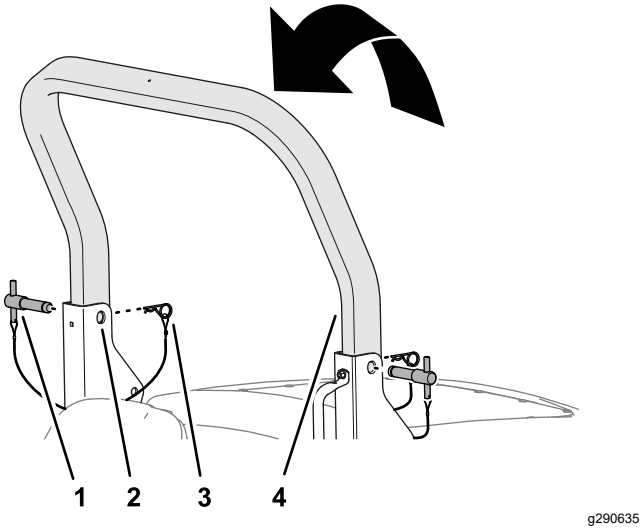

Figuur 23
3. Breng de bovenste rolbeugel omhoog tot de openingen in de rolbeugel uitgelijnd zijn met de draaibeugels (Figuur 23).
4. Steek de pennen van de rolbeugel door de bovenste openingen van de draaibeugels en de bovenste rolbeugel (Figuur 23).
5. Bevestig de pennen van de rolbeugel met de R-pennen aan de draaibeugels (Figuur 23).